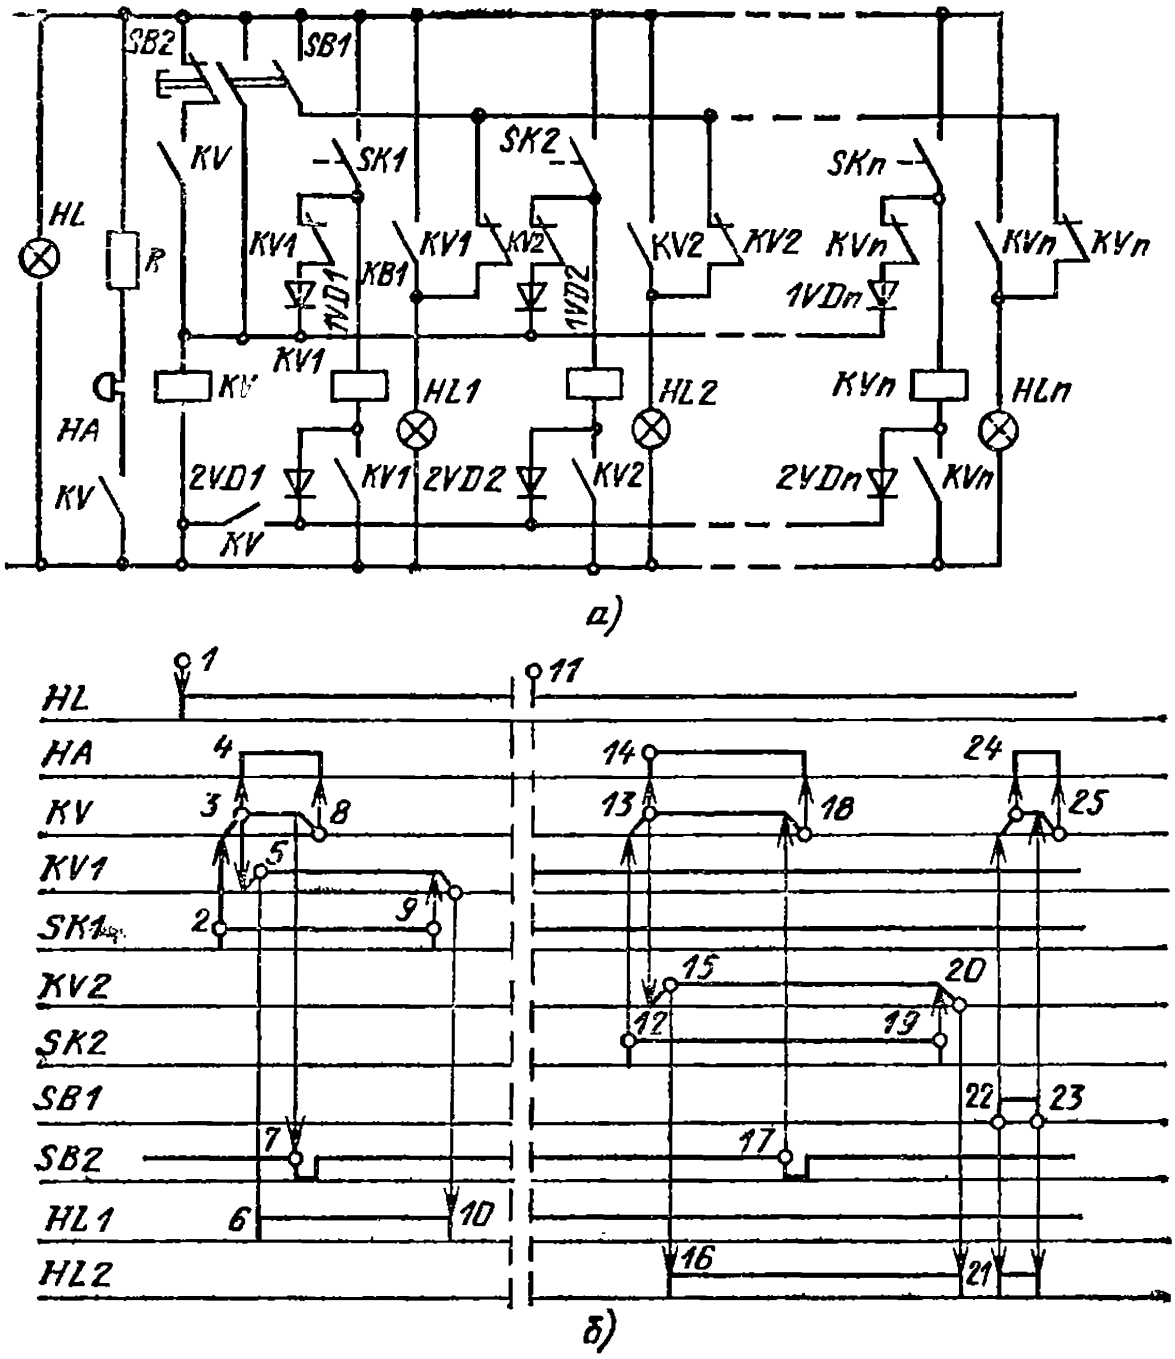

Рис. 6.8. Схема технологической сигнализации с разделительными диодами (*а*) и диаграмма работы ее элементов (*б*)
6.7. Вопросы по схеме на рис. 6.8.